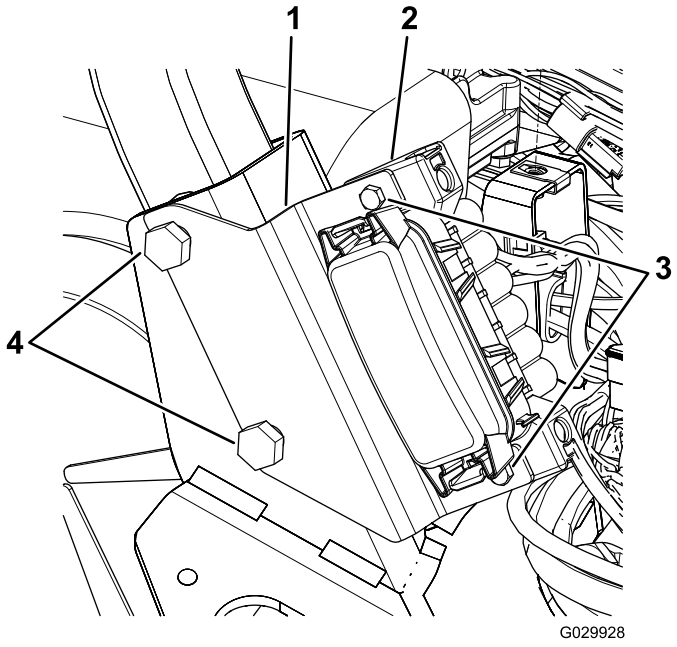

Figura 11
1. Allentate i 2 dadi e bulloni che fissano il lato destro del ROPS al telaio della macchina (Figura 11).
2. Allineate le scanalature nella staffa del portafusibili con i bulloni, come illustrato nella Figura 11.
4. Utilizzate le 2 viti per fissare il portafusibili alla staffa (Figura 11).